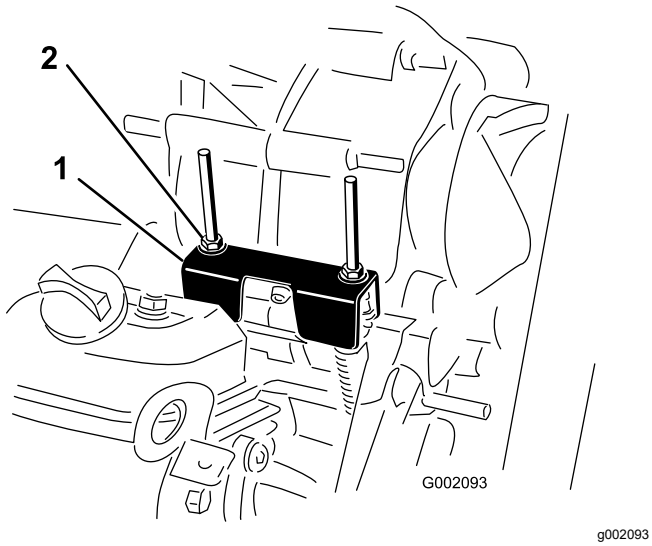

Figur 52
Under rutinemæssig vedligeholdelse og/eller motordiagnostik skal du skifte til NEUTRAL (Figur 52). Maskinen har en NEUTRAL position på gearstangen, som styrer den neutrale position i transakslen. Følgende skridt bør tages for at sikre, at det neutrale skiftegreb betjener den neutrale position i transakslen korrekt:
2. Sørg for, at den neutrale konsol er i positionen NEUTRAL (i niveau med kabelmonteringskonsollen under skiftkonsollen) ved at dreje den drevne kobling (Figur 52).
3. Drej en af låsemøtrikkerne (Figur 52) for at få en afstand på 0,762 til 1,524 mm mellem bunden af møtrikken/spændeskiven og den neutrale konsol.